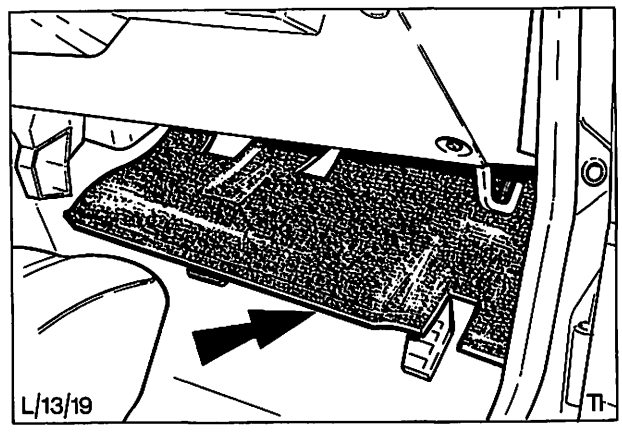

Abb. 201 Ausbau der unteren Abdeckung – Instrumententafel
3. Untere Abdeckung – Instrumententafel ausbauen, Abb. 201.